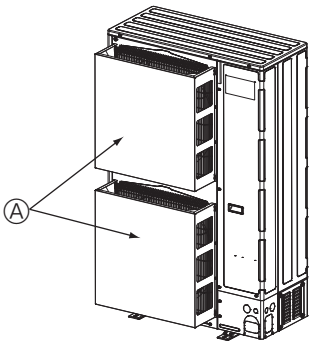

Fig. 2-4
② Install an optional air protect guide if the unit is installed in a location where strong winds from a typhoon, etc. may directly enter the air outlet. (Fig. 2-4)